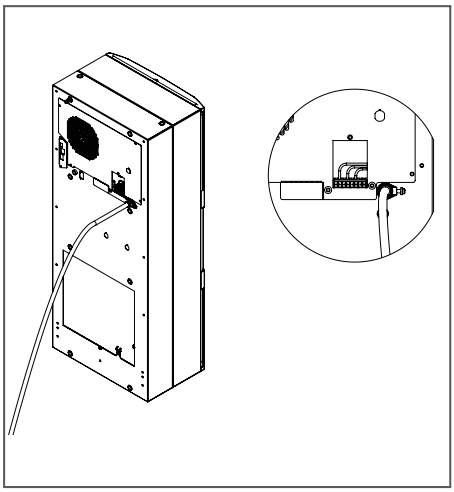

Figure 11
5. Serrez la vis du serre-câble afin de maintenir le câble (voir la Figure 11).